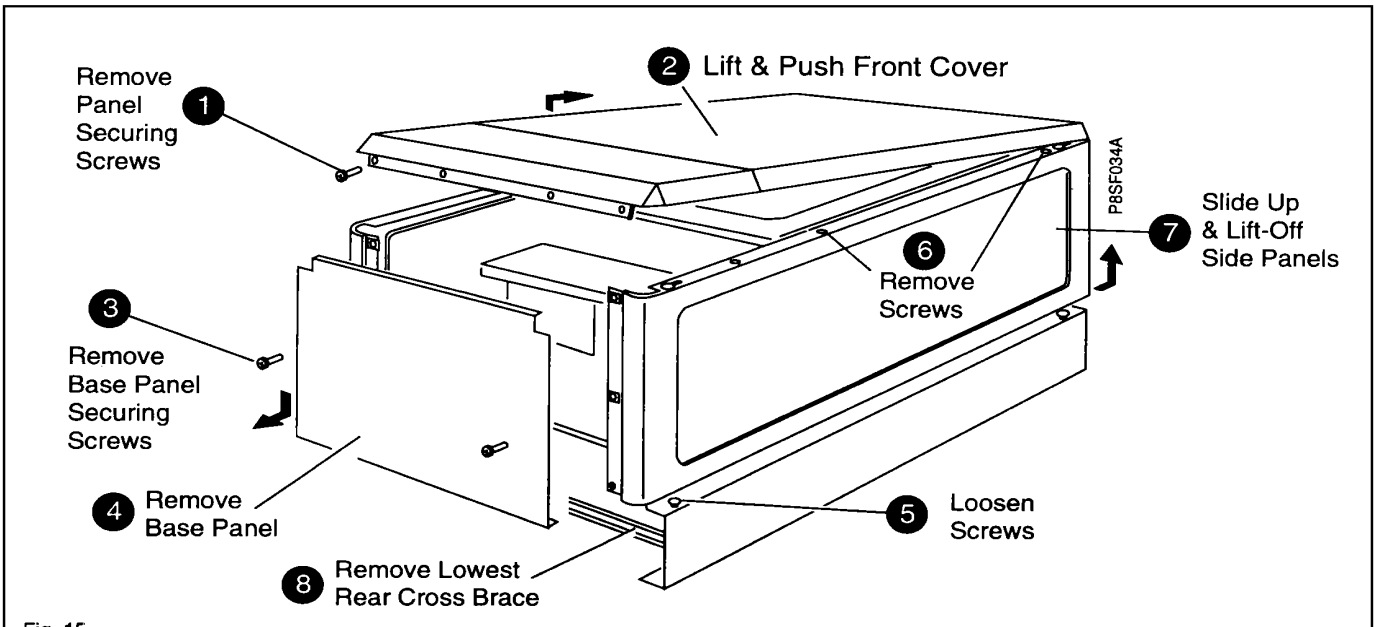

Fig. 15
1. If a Room Thermostat is to be fitted the Link Wire between 3 & 4 on the Wiring Panel must be removed. (See Fig.15).
b) Remove the white front case as follows; undo the two securing screws at the base of the panel, pull the base of the panel forward approx. 50mm and lift off the supporting top hooks. (Fig. 15)